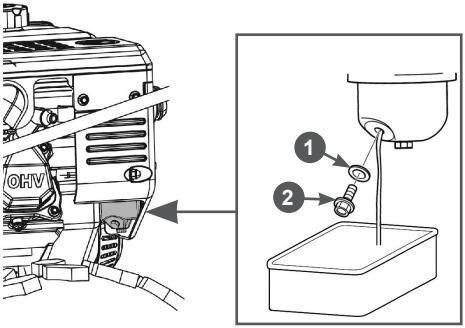

Рис. 45 Слив топлива с карбюратора
2. Установите под карбюратор подходящую емкость (Рис. 45).
3. Открутите болт 2 сливного отверстия и слейте топливо из поплавковой камеры карбюратора (Рис. 45).